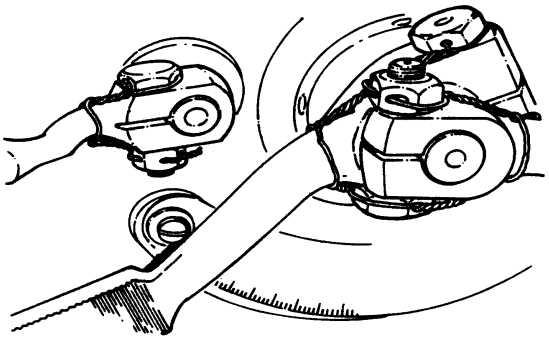

Figure 2. Typical Control Linkage Lockwire Installation
c. After adjustments, secure all linkage attaching parts with MS20995C32 lockwire, where required, as shown in figure 2.